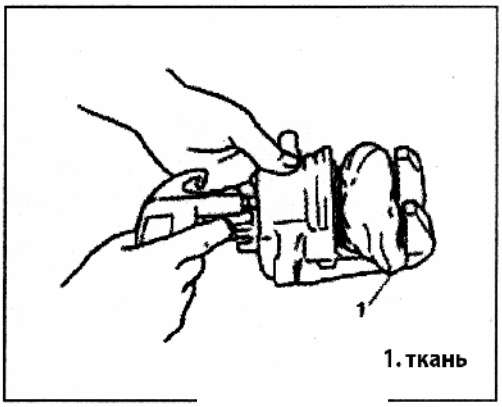

Рис. 645
1) Подайте сжатый воздух в камеру через отверстие для шланга и вытолкните поршень наружу (Рис. 645).